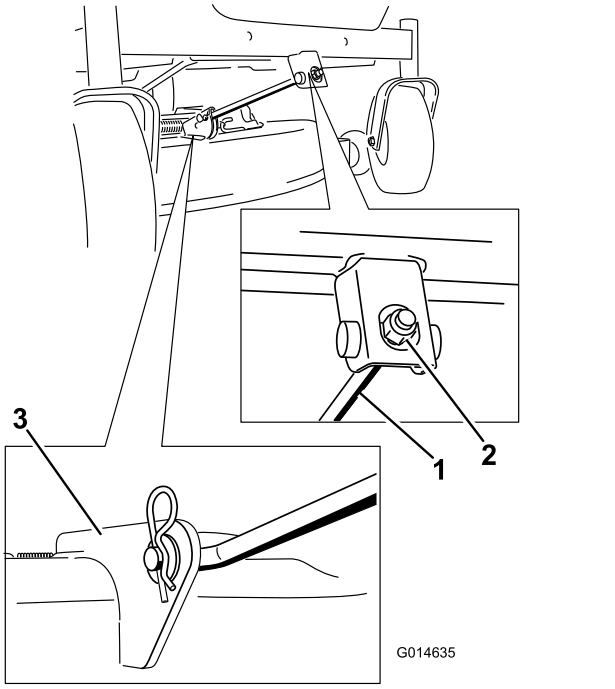

Figur 76
5. Fjern låseclipsen fra den forreste støttestang, og fjern stangen fra skjoldbeslaget (Figur 76).
8. Fastgør den forreste støttestang til klippeskjoldet med gaffelbolten og låseclipsen (Figur 76).